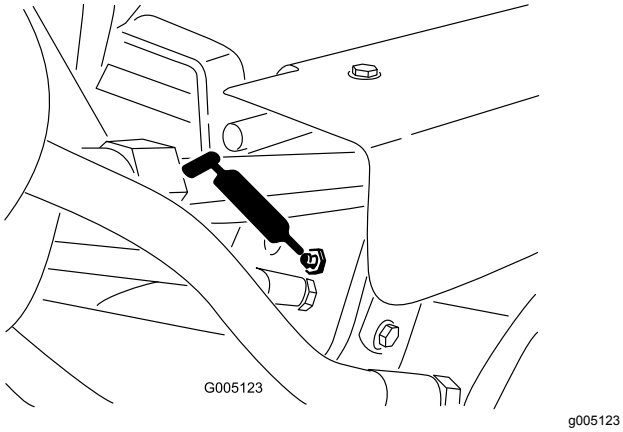

Figur 36
- Løftecylindre (3) (Figur 36)